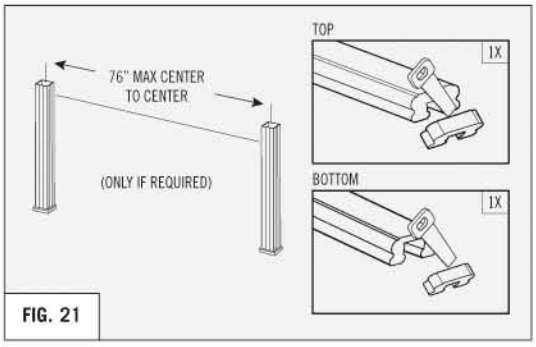

FIG. 21
1. Begin by measuring the distance between the post sleeves and cut top and bottom handrail accordingly. **(REFER TO FIG. 21)**